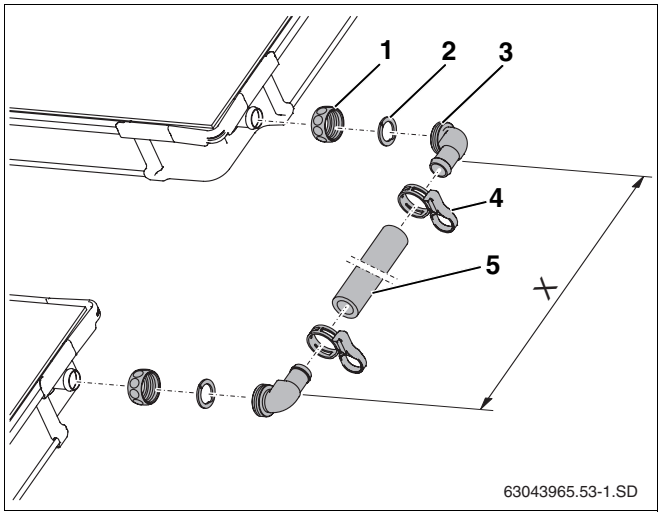

Abb. 60 Verbindungssatz zwischen zwei Kollektorreihen
- Überwurfmutter (Abb. 60, **Pos. 1**) über Kollektoranschlüsse schieben.
- Klemmscheibe (Abb. 60, **Pos. 2**) hinter die Wulst des Kollektoranschlusses legen und zusammen drücken.
- Winkeltülle mit O-Ring (Abb. 60, **Pos. 3**) an Anschluss drücken, ausrichten und mit Überwurfmutter verschrauben.
- Abstand zwischen den Winkeltüllen (Maß X) bei den montierten Kollektoren messen und Solarschlauch (Abb. 60, **Pos. 5**) entsprechend zuschneiden.
- Solarschlauch auf die Winkeltüllen stecken und mit Federbandschellen (Abb. 60, **Pos. 4**) sichern.